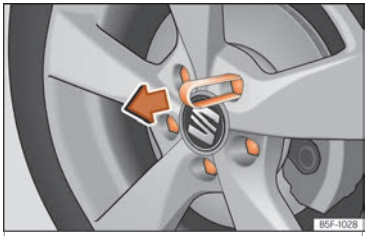

Fig. 75 Wheel: wheel bolts with caps.
- Fit the plastic clip (vehicle tools) over the cap until it clicks into place ››› **Fig. 75**.